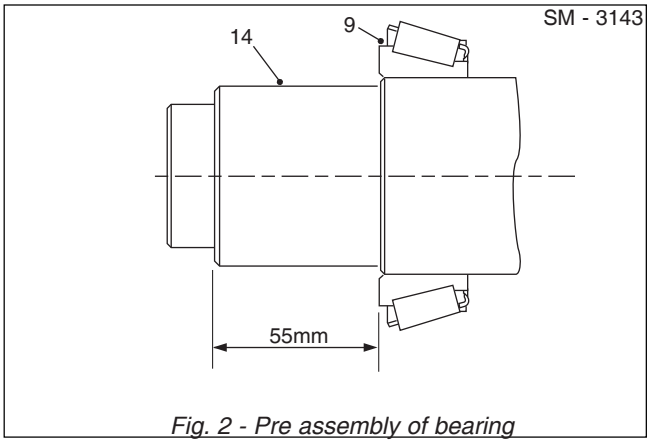

Fig. 2 - Pre assembly of bearing
6. Refer to Fig. 2, Maintain end face of cone approximately 55mm from end of spline face.
7. Insert driveshaft (14) into truck end of pivot casing until bearing assembly cone (9) seats firmly in the bearing asembly cup (8).
8. Apply loctite (3) to new seal (15) and fit over the driveshaft (14) with seal 'Lip' to bearing side.Press seal home using a mandrel.
9. Apply grease to splines of Front yoke (17) and slide onto the drive shaft (14).
10. Fit new 'O'-rings (29 & 51) to Front thrust collar (50) and fit collar over stub end of driveshaft (14) (align mating holes). Fit 2 off front bolts (19).
11. Tighten Front bolts (19) ; alternately 1/4 - 1/2 turns, drawing driveshaft (14) hard against the inner face of Front thrust collar (50). Shaft will be visible through inspection hole on the collar.
12. Lock Front yoke (17) from rotation by a suitable method / bar acting on the ground. Torque front bolts (19) to 54Nm/39 Ibf ft.
13. Using special mandrel (15270104) home locking plate (16) onto Bolts (19). Remove the clamping bar.
14. Slide Rear bearing asembly cone (9) onto rear end of drive shaft (14) until it seats in bearing assembly cup (8).
15. Position clamping bar assembly and screw central bolt hard against bolts (19) of front thrust collar (50), enabling body end bearing to be fully seated home.